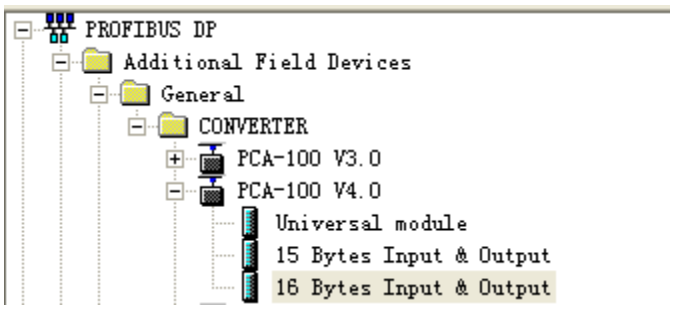

图 6
6. 您可以在这里找到您注册的设备，右侧窗口/Profibus DP/Additional Field Devices/Converter/PCA100/，如图 6 所示：